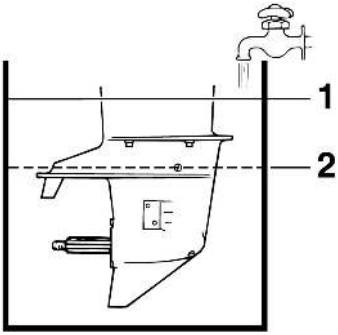

Рис. 45 Промывка системы охлаждения
3. Заполните емкость пресной водой выше уровня антикавитационной пластины (Рис. 45).